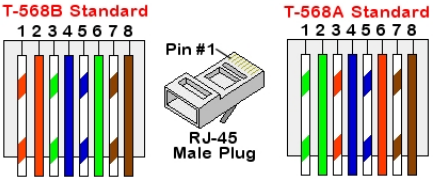

Figure 29: Standard cable wiring
c. Insert the eight wires into an RJ45 connector, as described in *Figure 29*
7. For the switch/router side, use a pre-crimped cable or use a crimper to prepare an RJ45 communication connector: Insert the eight wires into the RJ45 connector in the same order as above (*Figure 29*).